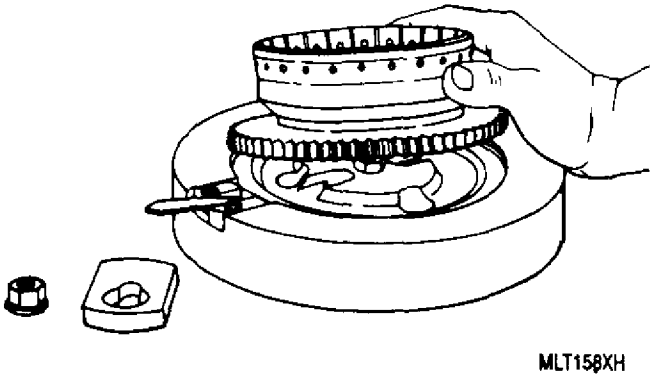
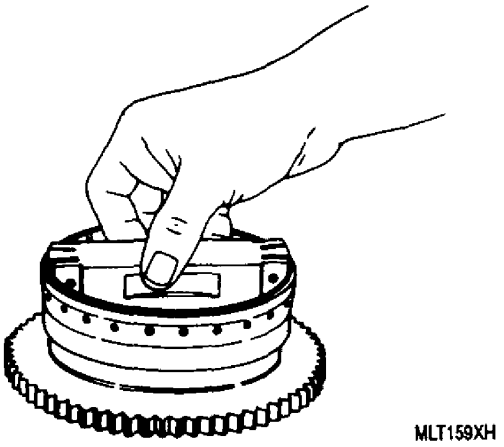

Figure 13. Installing Propeller Brake Outer Member in 23034309 Holding Fixture
Figure 14. Checking Lining Slot Spacing with 6796739 Gage
(1) Install assembly in 23034309 holding fixture as shown (figure 13).
(2) Locate and machine slots to dimensions and surface finish shown.
(3) Check slot positions using 6796739 gage (figure 14).